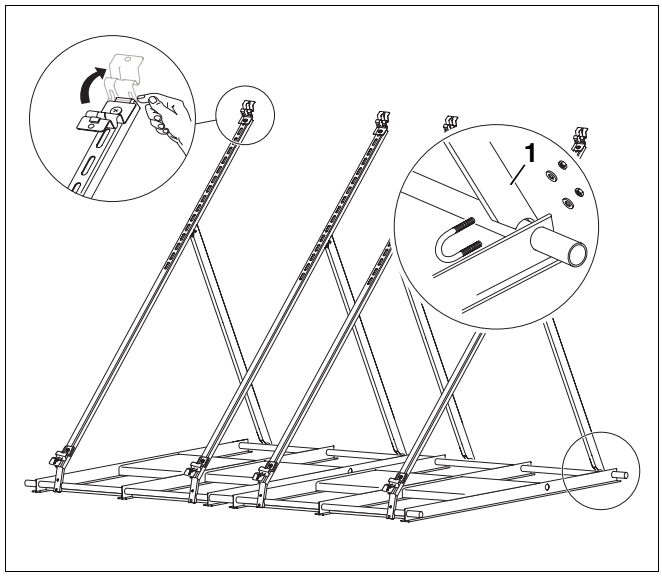

Afb. 27 Collectorsteunen vastschroeven
- Plaats de collectorsteunen (afb. 27, **pos. 1**) op de ronde leidingen.
- Monteer de collectorhouder zo, dat de omgeplooide zijde van de collectorhouder gelijk komt met het uiteinde van de profielrails – controleer dit met uw vinger (afb. 27). De collectorhouder mag zeker niet uitsteken.